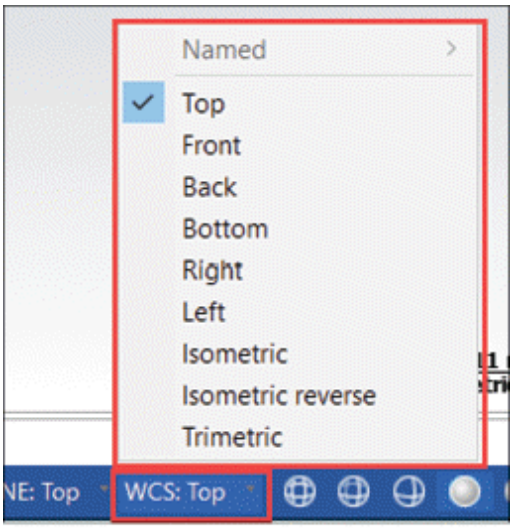

Figure-48. WCS flyout
- Click on the **WCS** button from the **Status Bar** to switch between different orientations of work coordinate systems. A flyout will be displayed; refer to Figure-48.